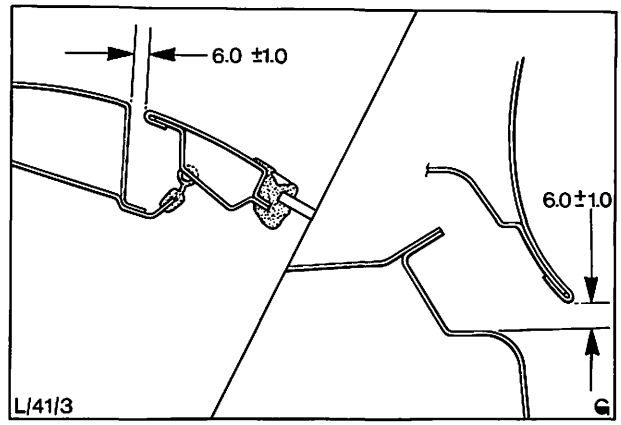

Abb. 54 Spaltmaß zwischen hinterem Dach und Ablaufkanal
4. Rückwandtür auf die Scharniere setzen, mit den Markierungen ausrichten und Scharnierschrauben lose vormontieren. Rückwandtür einstellen und Schrauben festziehen, Abb. 54.